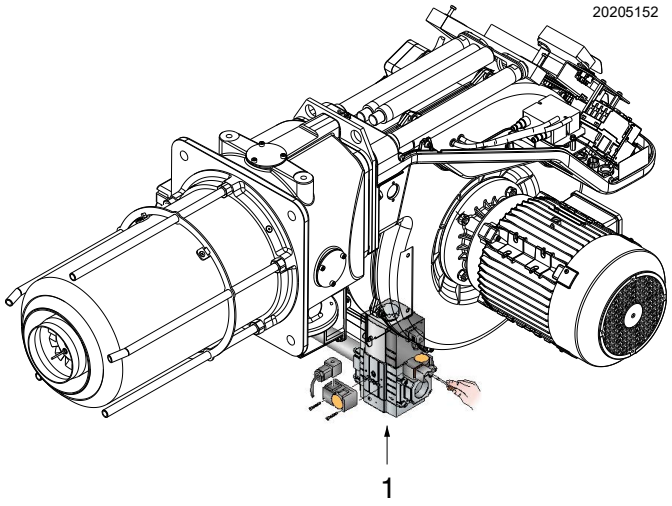

Abb. 32
- ➤ Den Gasversorgungsdruck durch Anschluss eines Manometers an die Druckentnahmestelle 1) (Abb. 32) des Gasdruckwächters kontrollieren: er muss niedriger sein als der auf dem Typenschild angegebene, maximal zulässige Druck der Gasstrecke.
- ➤ Nun die Leitung der Gasstrecke entlüften, indem ein Kunststoffschlauch an der Druckentnahmestelle 1) (Abb. 32) des Gas-Mindestdruckwächters angeschlossen wird.
Ein Richtwert kann den Abb. 26, Abb. 27, Abb. 28 und Abb. 29 auf Seite 29 entnommen werden. Es genügt, den Gasdruck am U-Rohr-Manometer abzulesen (in der Abb. 32 auf Seite 32 gezeigt) und den Anweisungen zu folgen.